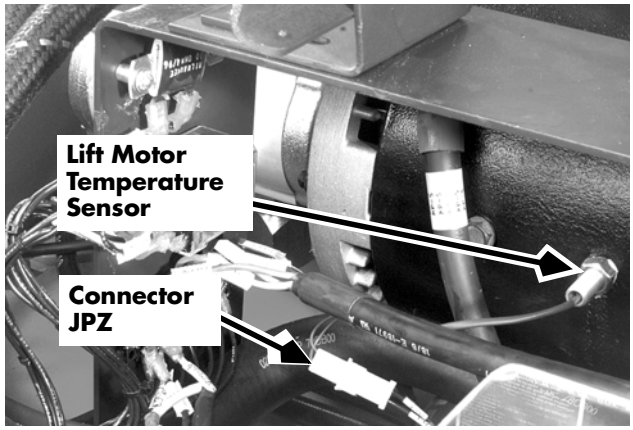

Figure 7-115: Lift Motor Temperature Sensor and Connector
16. Disconnect the lift motor temperature sensor connector JPZ. Loosen the retaining nut on the sensor. Remove the sensor from the motor by unthreading. See Figure 7-115.
17. Remove the four (4) lift motor mounting bolts. Take care not to drop any bolts through access the holes into the battery compartment.
3. Apply heatsink compound (P/N 990-508) to the threads of the lift motor temperature sensor. Thread the sensor all the way into the lift motor and tighten the retaining nut. Connect the sensor connector JPZ. See Figure 7-115 on page 7-138.